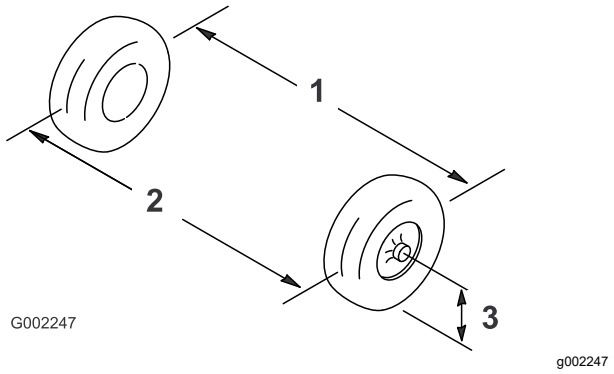

Figuur 98
2. Meet ter hoogte van de as de afstand tussen de voorwielen aan de voorkant en de achterkant van de wielen (Figuur 98).